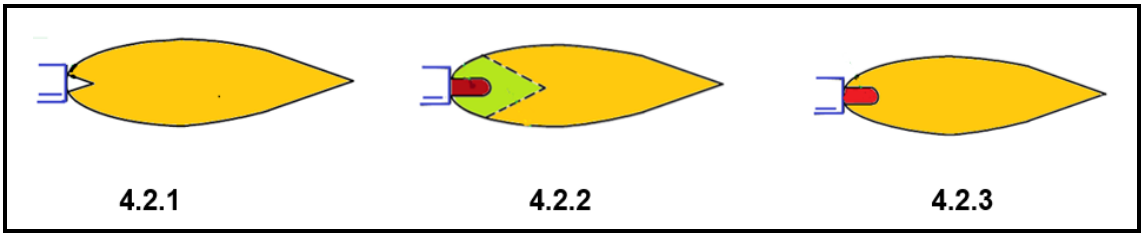

FIGURE 3
4.2 Carefully study the different flames in FIGURE 3, below, that has to be set for gas welding.